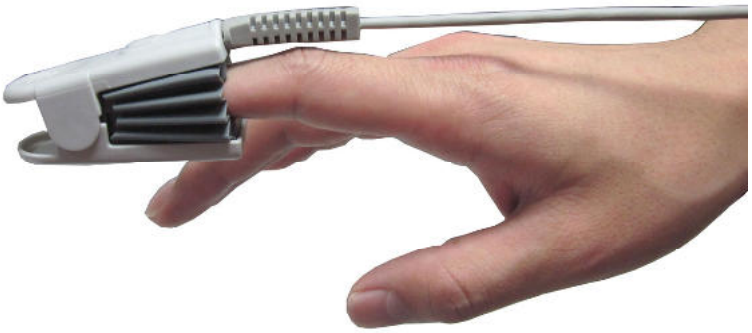

Figure 9-3 Placement of the Finger for SpO_2 Measuring
2) Place the forefinger, middle finger or third finger into the SpO_2 sensor, refer to figure 9-3.